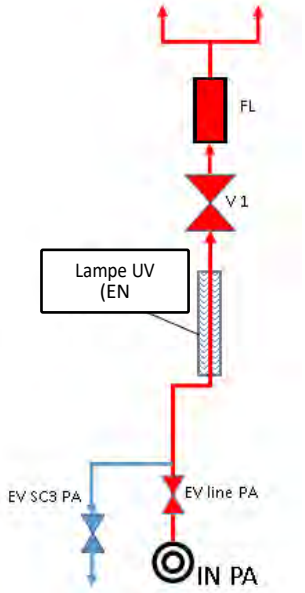

Figure 5 : Schéma de fonctionnement ADIABATIC SYSTEM
B)_ADIABATIC SYSTEM (Figure 5) ; prévoit seulement l'emploi des panneaux adiabatiques. On en suggère l'emploi dans les cas où il n'y a pas de système de traitement de l'eau.